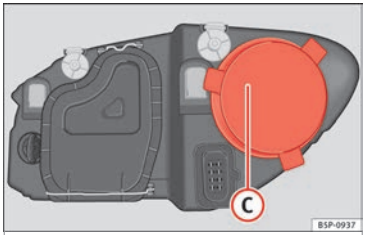

Fig. 180 Main beam headlight.
– Remove the cover ››› Fig. 180 Ⓒ by pulling on this.